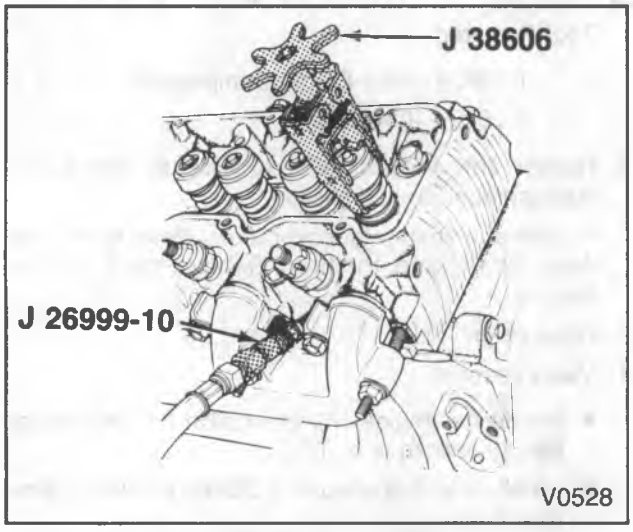

Figure 10—Compressing the Valve Spring
- Use J 38606 to compress the valve spring (figure 10). If the spring will not compress, tap on the tool lightly with a mallet to break the cap or rotate loose from the valve keepers.
- Applying air pressure to the cylinder being serviced, compress the valve spring with J38606 (figure 10).